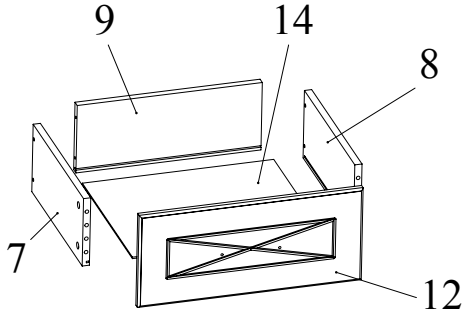

Рис.10
14. Вкрутить шпильки минификсов в соответсвующие плоскостные отверстия фасада ящика 12. Вставить головки минификсов в соответсвующие плоскостные отверстия боковин ящика 7, 8. Вбить шканты в соответсвующие торцевые отверстия боковин ящика 7, 8 (Рис. 10).
15. Скрепить при помощи конфирматов 7х50 боковины ящика 7, 8 и задник ящика 9. Вставить в паз дно ящика 14 из ДВП (Рис. 10).
16. Установить фасад ящика 12 на боковины 7, 8 и зафиксировать, повернув конфирматным ключом головки минификсов по часовой стрелке до упора (Рис. 10).